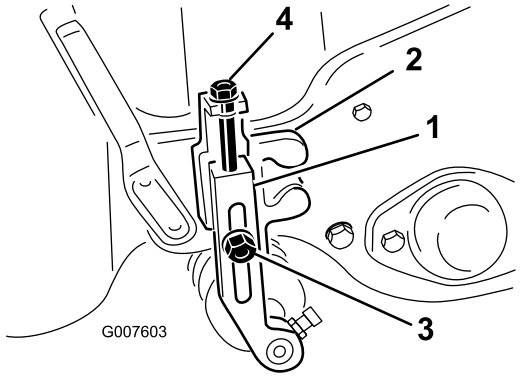

Figuur 47
2. Draai de borgmoeren los waarmee de maaihoogte-armen zijn bevestigd aan de maaihoogtebeugels (Figuur 47)